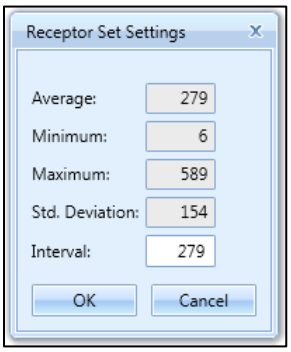

Figure 5-25 Receptor Set Settings Dialog for Number Above Noise Level
- For metric results processed with the Number Above Noise Level option, the *Receptor Set Settings* dialog is displayed (Figure 5-25).